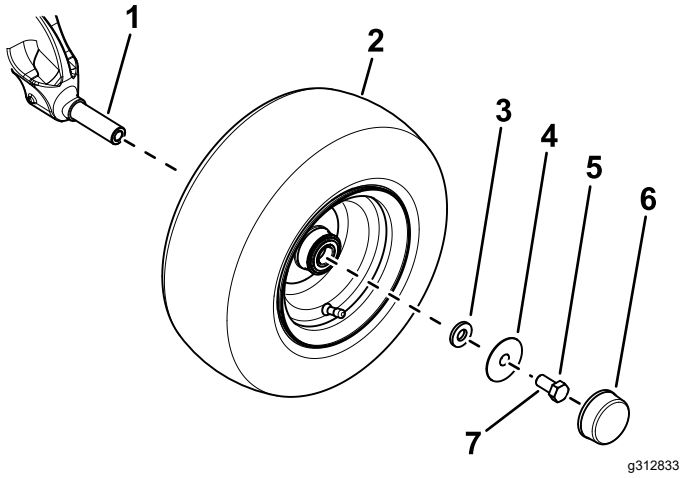

Figure 3
B. Utilisez une petite rondelle, une grande rondelle et un boulon (⅝ x 1¼ po) pour fixer la roue sur le pivot de fusée (Figure 3).
D. Placez le couvre-moyeu sur la roue (Figure 3).